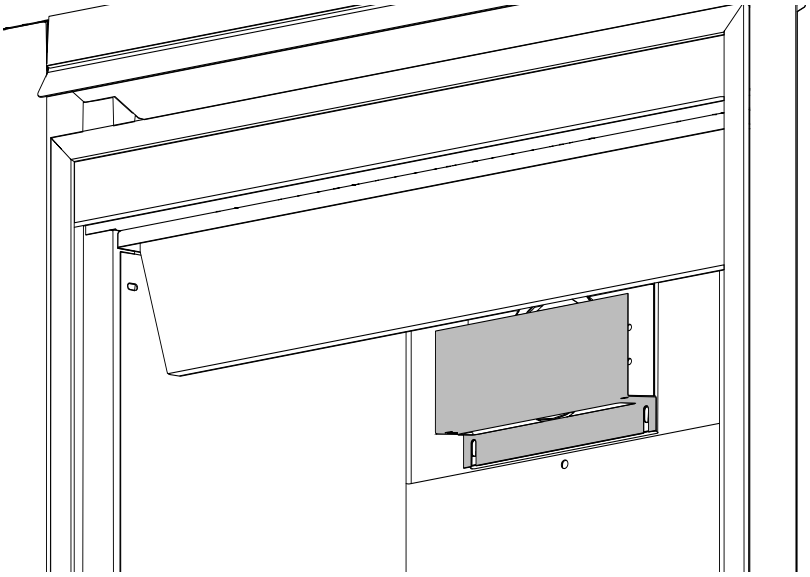

Fig. 1
B. Loosen the two screws that secure the exhaust plate, and slide the shield in place by sliding its slotted openings behind the screwheads. Tighten the two previously loosened screws **(Fig. 1)**.